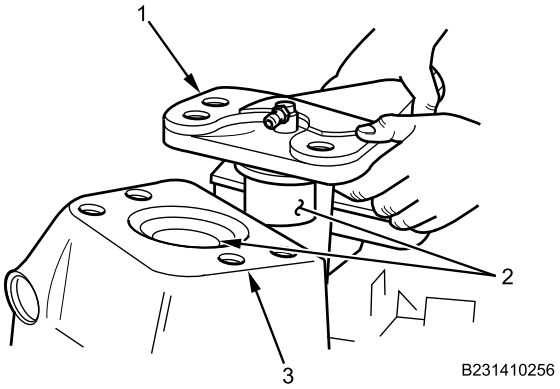

Figure 4. Steering Arm and Knuckle.
8. Remove steering arm (Figure 4, Item 1) from knuckle (Figure 4, Item 3).
9. Inspect upper bearing surfaces of knuckle and steering arm (Figure 4, Item 2) for any signs of wear or damage. Replace as necessary.